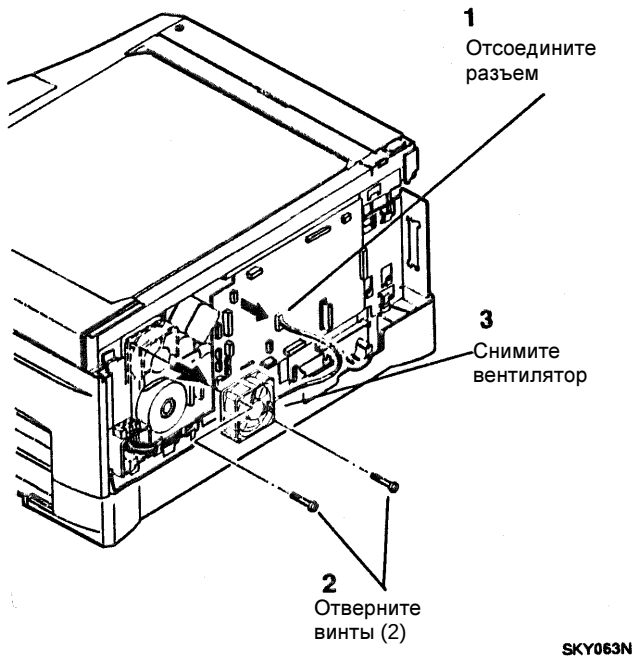

Рисунок 1. Снятие вентилятора
4. (Рисунок 1): Снимите вентилятор.